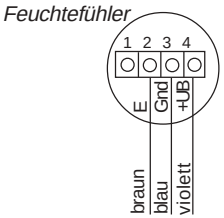

Abb. 12
2. Die Anschlußfolge der Litze entnehmen Sie bitte aus Abb.12.